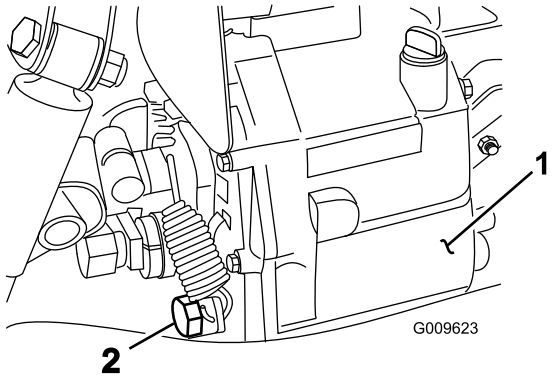

Figur 72
2. Fjern aftapningsproppen fra siden af beholderen, og lad hydraulikvæsken løbe ud i en drænbakke (Figur 72).